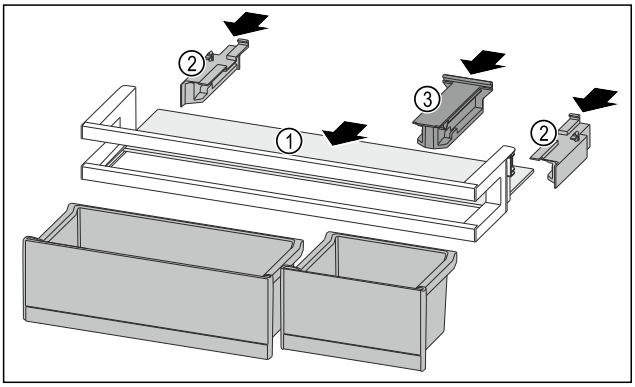

Fig. 213
▶ Împingeți în interior raftul *Fig. 213 (1)* în degajările laterale.
▶ Introduceți piesele laterale *Fig. 213 (2)*.
▶ Introduceți piesa de susținere *Fig. 213 (3)*.